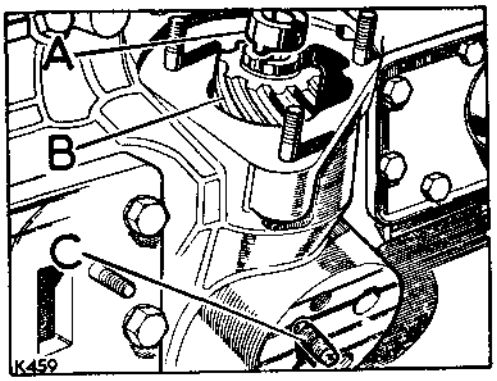

**Fig. A1-59. Distributor drive gear details**
4. Locate the small hole in the vertical drive gear bush through the oil filter location face, and fit the grub screw. Fig. A1-59 refers.